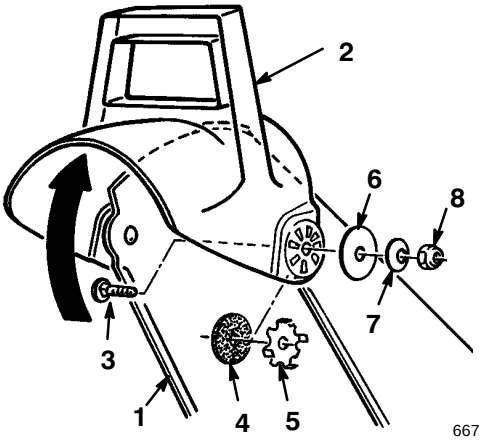

Figur 12
2. Fäst västersidan på riktaren på kanalen med delarna enligt Figur 12.